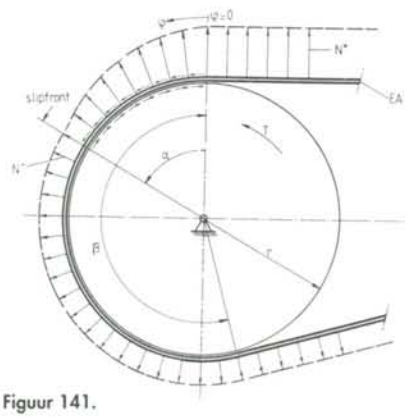

Figuur 141.
In figuur 141 is de elastische riem (EA) om een star wiel geslagen. Het wiel staat stil. In de riem heerst op elke plaats langs de omtrek de voorspankracht N^-.
Daarbij is het slipfront gevorderd tot een hoek α; de zone $0<\phi<\alpha$ in figuur 141 slipt.
De beschouwing bij figuur 141 hadden wij ook kunnen beginnen met een tot N^+ opgespannen band, die na het leggen om het vaststaande wiel aan de zijde $\phi=\beta$ ontspannen wordt tot N^-. Er zou dan krimp in de band optreden, waarbij het slipfront zou beginnen bij $\phi=\beta$ en zou voortschrijden totdat de zone zich uitstrekte over een hoek α liggend tussen $\beta-\alpha<\phi<\beta$.